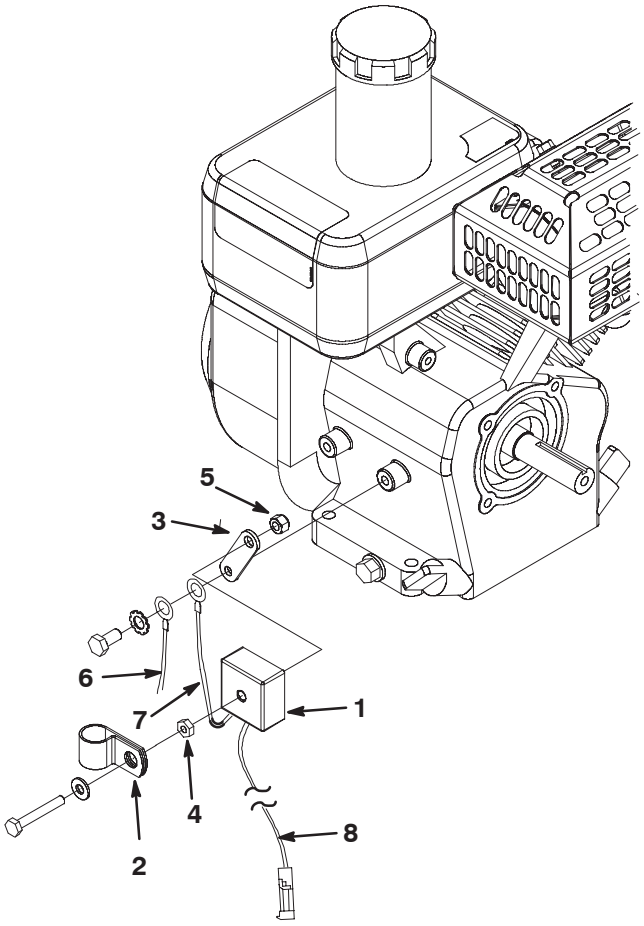

Figure 6
7. Mount the voltage regulator, voltage regulator strap, washers and R–clamp to the capscrew with a jam nut and locknut (Fig. 6).
8. Mount the voltage regulator strap, volrage regulator ground wire ring terminal and the harness ground wire ring terminal to the engine boss with a external tooth lockwasher and capscrew (Fig. 6). Use the right hand boss.
9. Feed the engine wires and the voltage regulator wires through the R–clamp (Fig. 6).